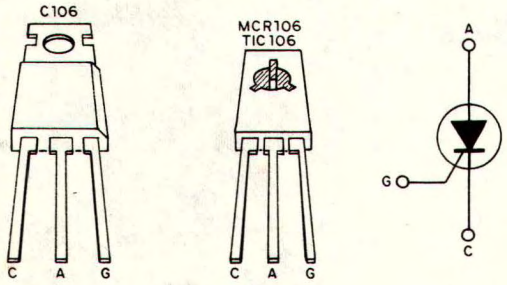

FIGURA 2
O componente básico deste temporizador é um diodo controlado de silício (SCR) cujo símbolo aparece na figura 2. Este dispositivo atua como um interruptor acionado por tensão, ou seja, como uma chave que "liga" quando a tensão de comporta atinge um certo valor.
a) Observe cuidadosamente a posição do SCR que é do tipo de 50 V, se bem que os equivalentes C106, MCR106, ou TIC106 para tensões maiores também possam ser usados sem problemas. Para os três tipos temos dois invólucros básicos que são mostrados na figura 2. Observe bem a disposição dos terminais e na soldagem, evite o excesso de calor.